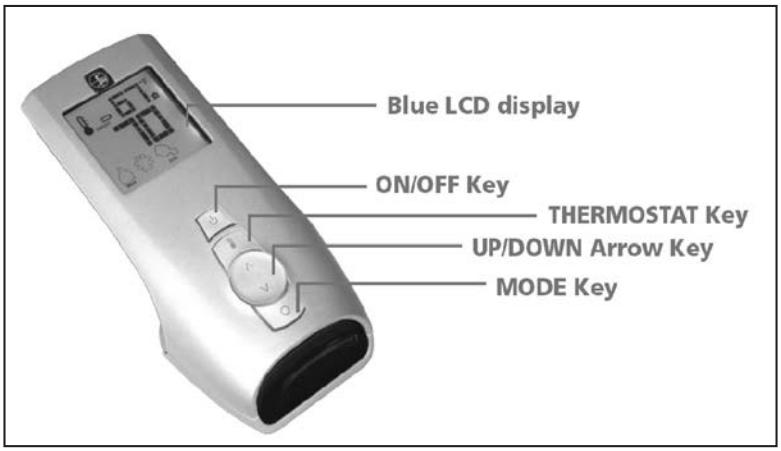
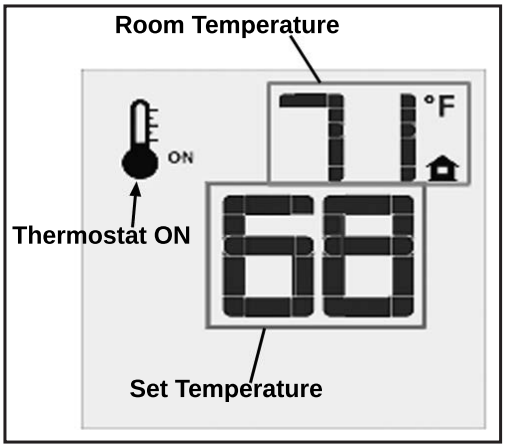
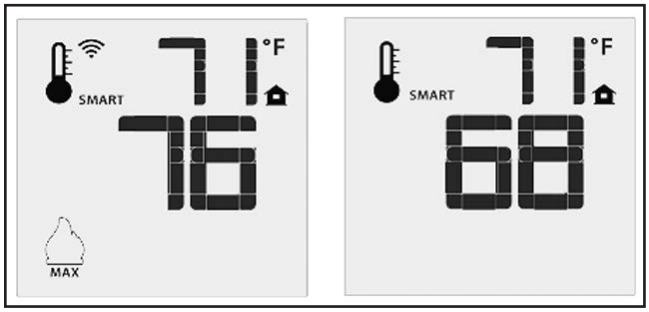
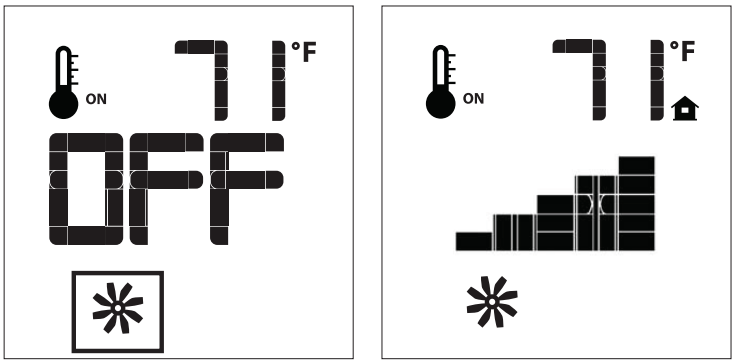

Figure 5: Proflame 2 Transmitter.
Figure 12: Remote Control Displays Set Temperature.
Figure 13: Remote Control's Smart Flame Function.
Figure 15: Fan Control
The Proflame 2 Transmitter is a remote control with a blue backlit lcd display. It uses a streamline design with a simple button layout and informative lcd readout (Figure 5). The Transmitter is powered by three (3) AAA type batteries. A Mode Key is provided to Index between the features and a Thermostat Key is used to turn on/off or index through Thermostat functions (Figure 5 & 6)
Press the ON/OFF Key on the Transmitter. The Transmitter LCD display will only show the room temperature and Icon (see Figure 12). A single "beep" from the IFC confirms reception of the command and both the pilot light (if the unit is not set to continuous pilot) and main burner will turn off.
The Remote Control can operate as a room thermostat. The thermostat can be set to a desired temperature to control the comfort level in a room. To activate this function, press the Thermostat Key (see Figure 5). The LCD display on the Transmitter will change to show that the room thermostat is "ON" and the set temperature is now displayed (see Figure 12). To adjust the set temperature, press the Up or Down Arrow Keys until the desired set temperature is displayed on the LCD screen of the Transmitter.
The Smart Thermostat function adjusts the flame height in accordance to the difference between the set point temperature and the actual room temperatures. As the room temperature gets closer to the set point the Smart Function will modulate the flame down. To activate this function, press the Thermostat Key (Figure 5) until the word "SMART" appears to the right of the temperature bulb graphic (Figure 13). To adjust the set temperature, press the Up or Down Arrow Keys until the desired set temperature is displayed on the LCD screen of the Transmitter.
The E33GI comes with a convection fan that can be controlled with the Transmitter. The fan speed can be adjusted thorugh six (6) speeds. To control the fan press the MODE key (Figure 5) to index to the fan control icon (Figure 15). Use the UP/DOWN arrow keys to turn on, off, or adjust the fan speed (Figure 15). A single beep from the IFC will confirm the command has been received